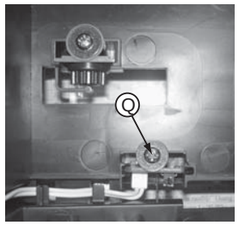

Figure 18
2) Loosen 1 screws “Q” to remove close sw board as shown in figure 18.